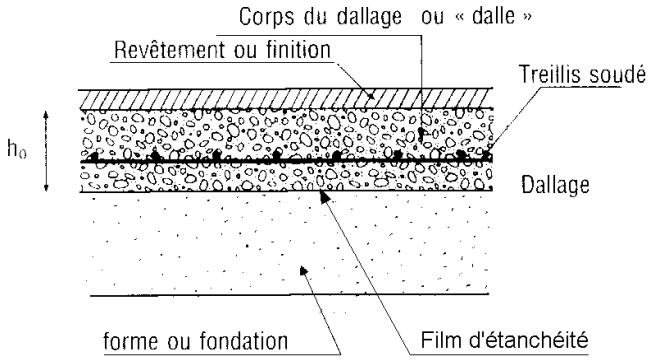
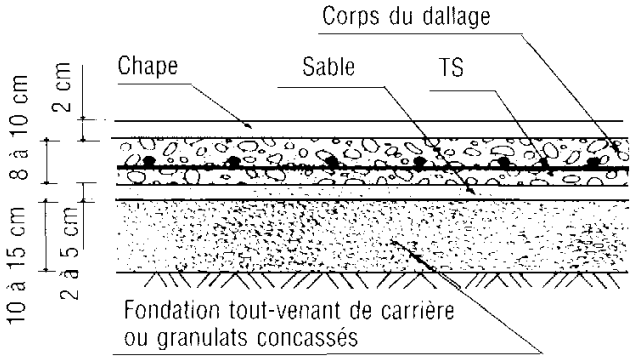

fig 1
fig 2
4.11 Dallages légers (fig 1 et fig 2)